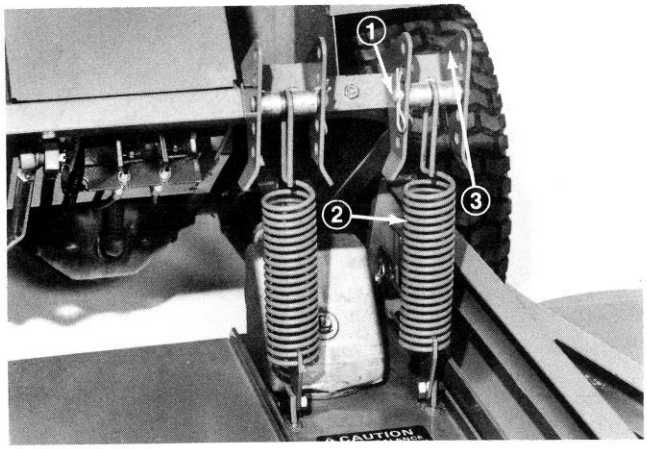

Figure 25
2. Remove clevis pins from brackets to separate springs from brackets (Fig. 25).